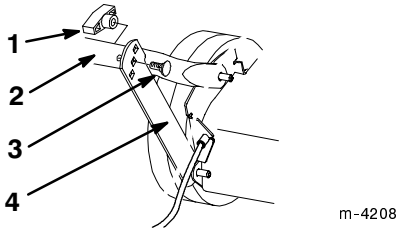

**Figure 3**
3. Swing the lower handle section back and the support brackets up, aligning the brackets with the holes in the handle (Fig. 3).
4. Secure the handle to the support brackets with the two flat handle bolts and two knobs, using the height adjustment holes on the brackets that best fit your height (Fig. 3).